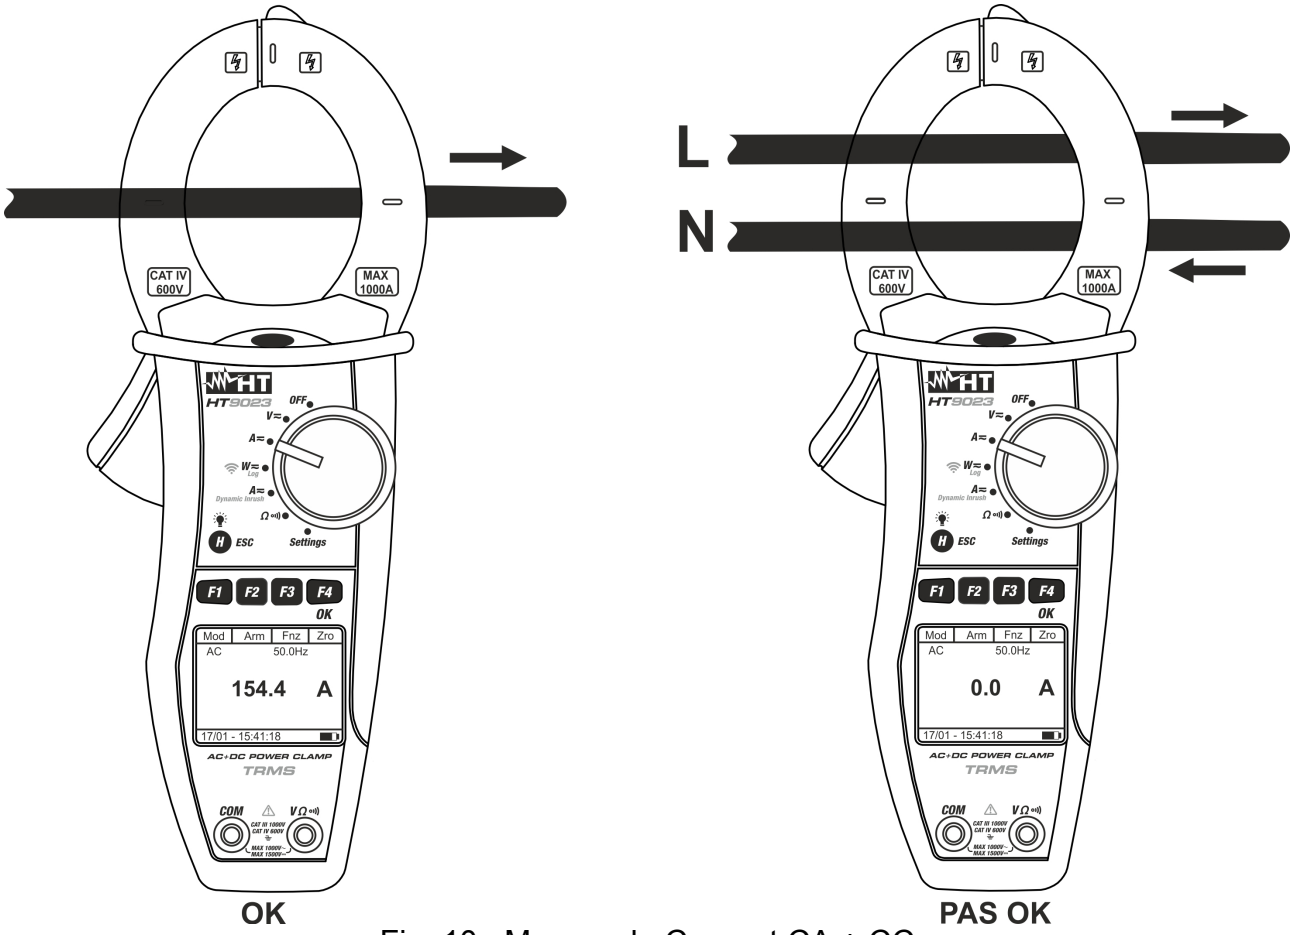

Fig. 10 : Mesure de Courant CA + CC
5. Insérer le câble au centre des pinces afin d'obtenir des mesures précises (voir Fig. 10). Utilisez les marques en guise de référence (voir Fig. 2)